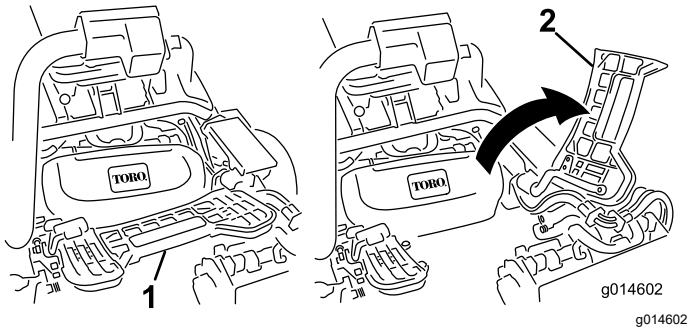

**Figur 51**
2. Hæv fodstøtten og vip den åben, så du får adgang til den midterste klippeenheds position (Figur 51).